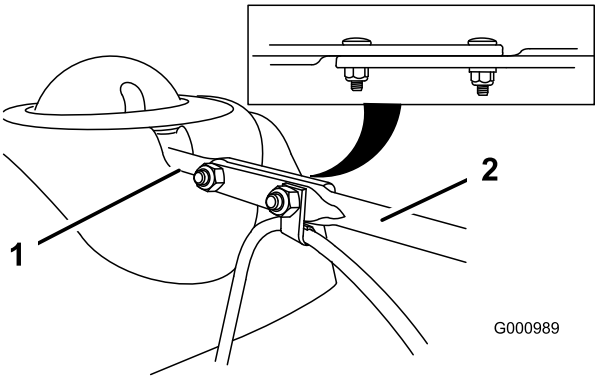

Рисунок 9
3. Расположите на одной линии сплющенный задний конец длинного штока управления желобом со сплющенным передним концом короткого штока, который выступает из пульта управления, таким образом, чтобы они образовали единое целое (Рисунок 9).